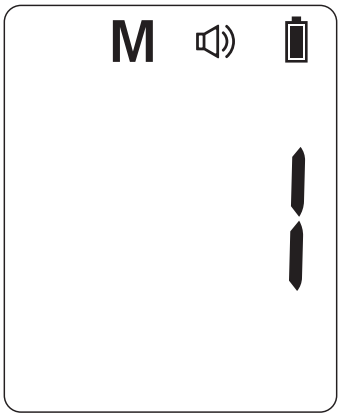

Abbildung 7
1. Drücken Sie bei ausgeschaltetem Thermometer die *Einstelltaste*. Der Buchstabe M erscheint in der oberen linken Ecke der Anzeige. (Siehe Abbildung 7)